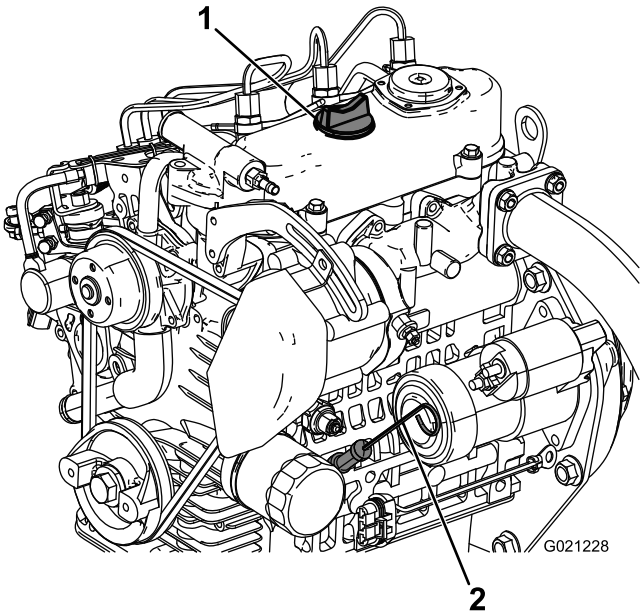

Figur 13
2. Ta ut oljestickan (Figur 13) och torka av den med en ren trasa. Sätt ned oljestickan i röret och se till att den sitter fast ordentligt. Ta ut oljestickan och kontrollera oljenivån.
3. Om oljenivån är låg tar du bort påfyllningslocket (Figur 13) och fyller på tillräckligt med olja så att nivån når upp till markeringen ”Full” på oljestickan.